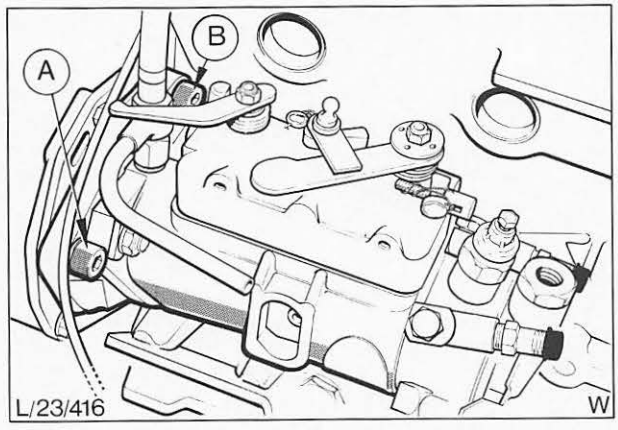
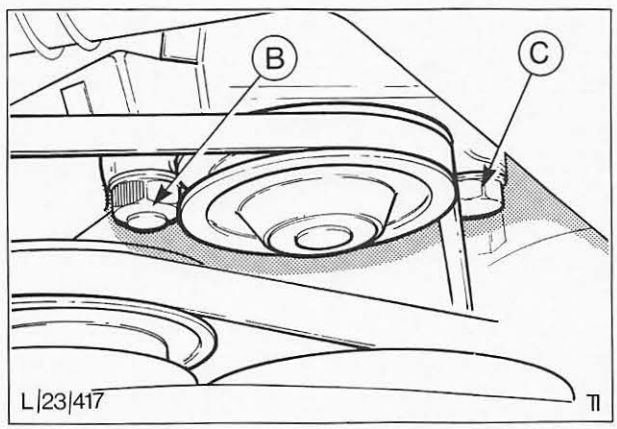

Abb. 39 Pumpen-Befestigungsschrauben
Abb. 40 Pumpen-Befestigungsschrauben
a) Mitte links (A in Abb. 39) mit Imbusschlüssel lösen.
b) Oben (B in Abb. 39 und 40). Zum Lösen hinten (Abb. 39) mit Imbusschlüssel festhalten und Mutter (Abb. 40) mit Gabelschlüssel abschrauben.
c) Unten (C in Abb. 40); von vorne mit einem Ringschlüssel lösen.
18. Die übrigen drei Befestigungsschrauben einsetzen und festziehen. (Die Positionen der Schrauben sind aus Abb. 39 und 40 ersichtlich).